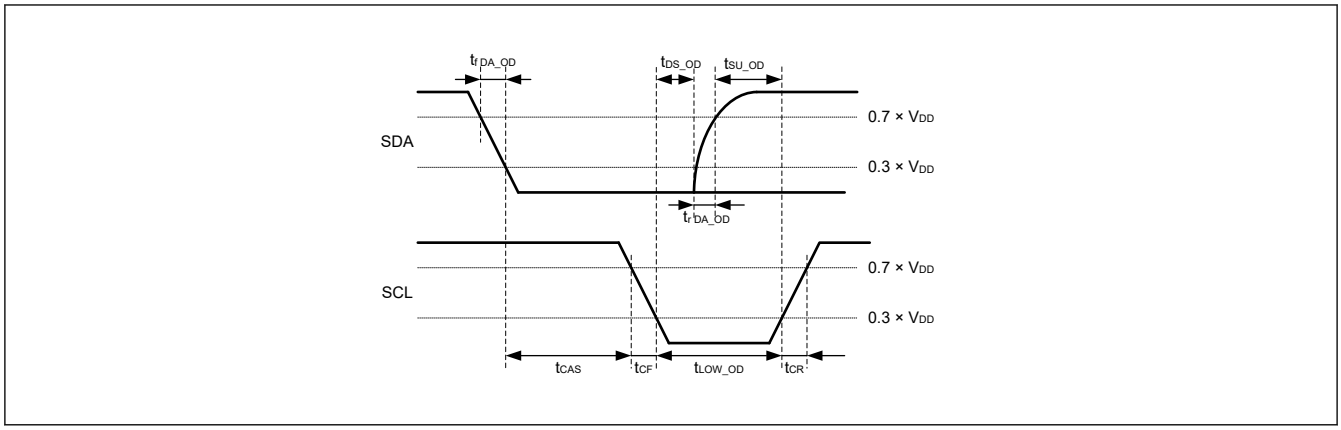

**図 42.45　I3C スタートコンディションタイミング**
| I3C オープンドレインタイミングパラメータ | SCL クロック Low 期間 | $t_{LOW\_OD}$ (注1) (注2) | 200 | — | ns | 図 42.45 |
| | | $t_{DIG\_OD\_L}$ | $t_{LOW\_ODmin}$ + $t_{fDA\_ODmin}$ | — | ns | 図 42.45 |
| | SDA 信号立ち下がり時間 | $t_{fDA\_OD}$ | $t_{CF}$ | 12 | ns | 図 42.45 |
| | スタート (S) コンディション後クロック | $t_{CAS}$ (注5) (注6) | 38.4 ナノ | ENAS0: 1 μ | 秒 | 図 42.45 |